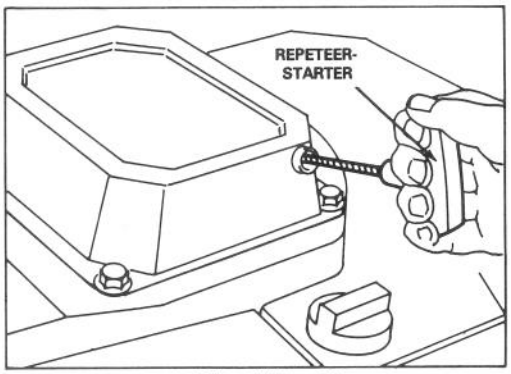

Afbeelding 10
3. VINGERTOP-STARTEN — Zet het gasmanet op CHOKE. Trek de vingertop-starter die bevestigd is op de motor uit (Afb. 10) en stel het gasmanet in de gewenste stand wanneer de motor start.